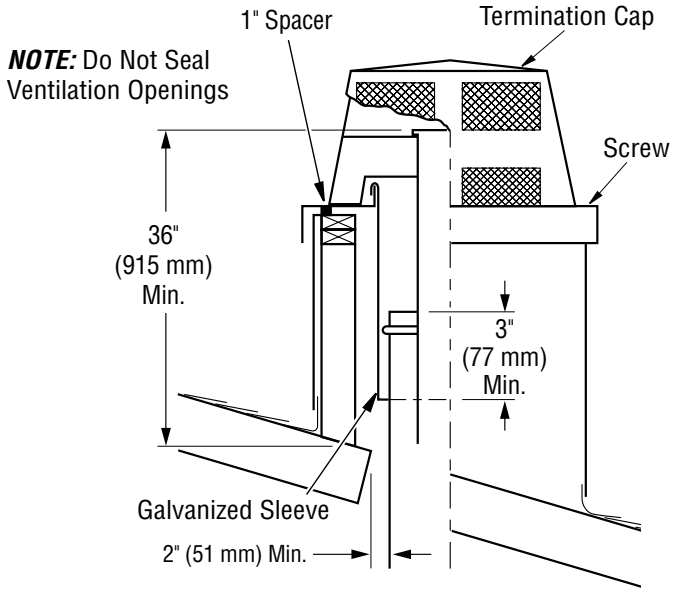

Figure 23 - Installing Termination Cap
2. Place galvanized sleeve through hole in flashing and around last section of chimney *(see **Figure 23**)*.